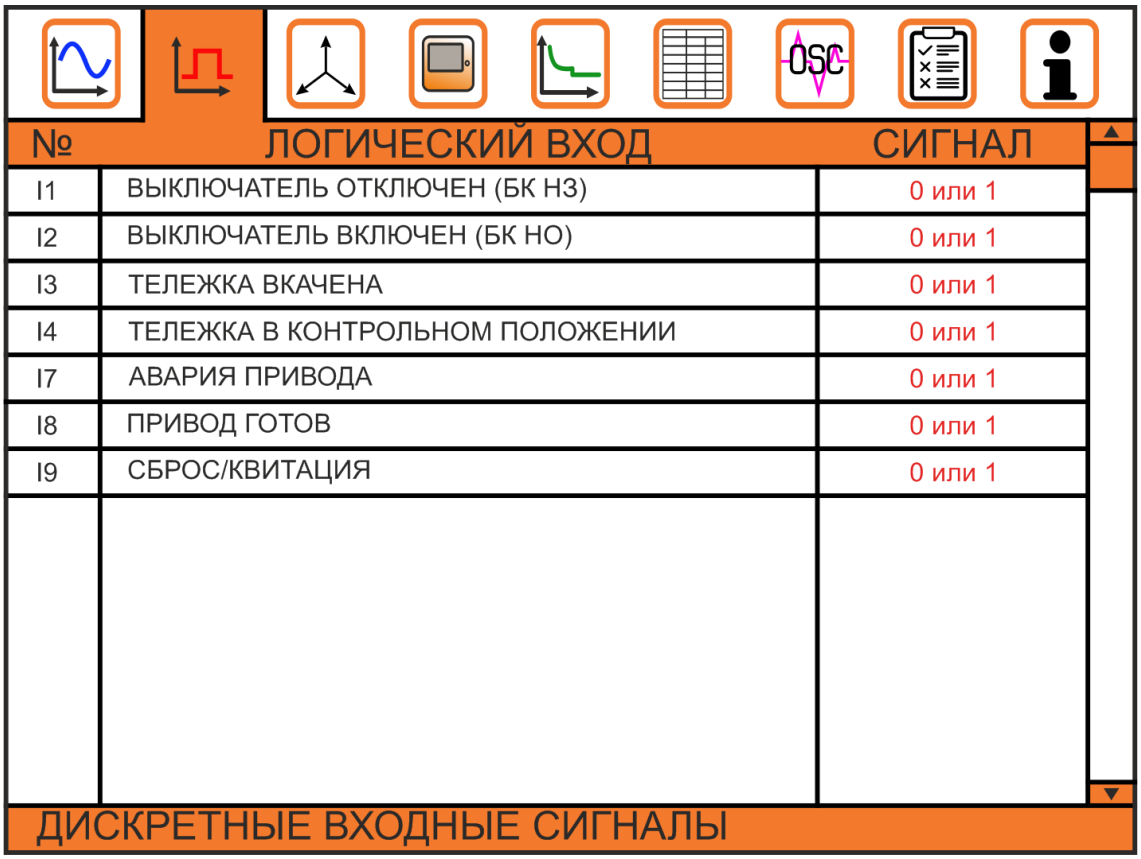

Рис. 2.4.6. Окно вкладки «Дискретные входные сигналы», табличный вид
- в табличном (Рисунок 2.4.6), с отображением только введенных в использование входов (с указанием номера входа, названия сигнала, приходящего на этот вход, текущего состояния (0 либо 1) и указанием расположения входа на клеммнике);